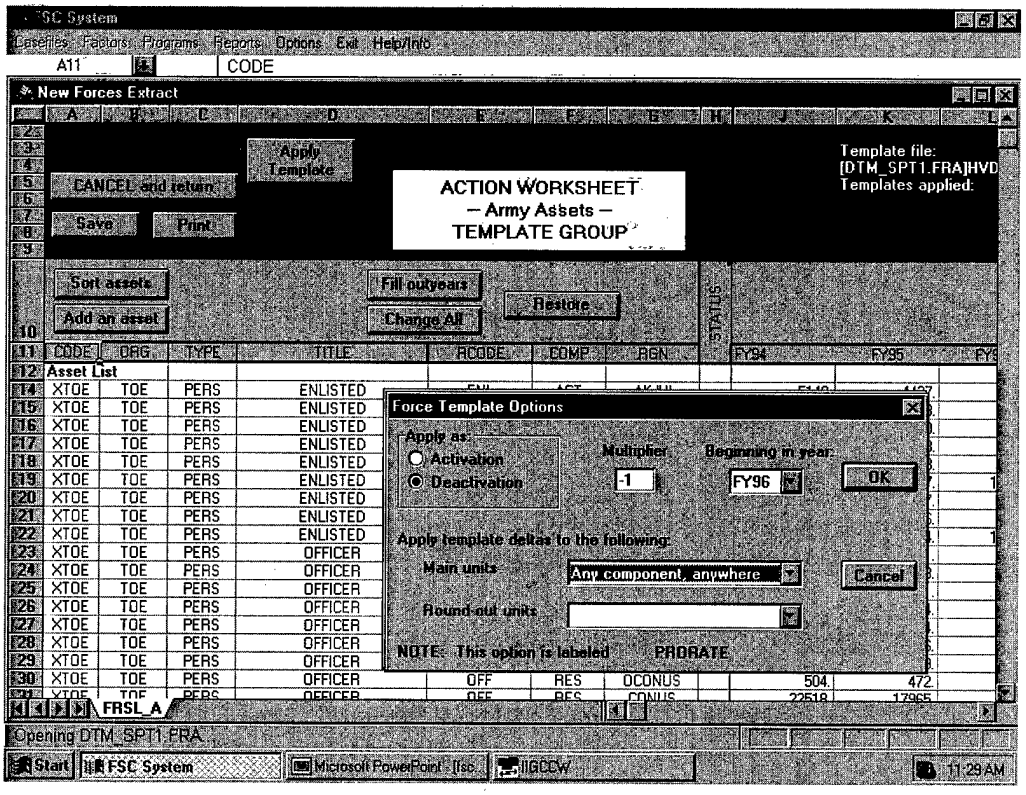

Figure A.4 — Applying the Template
Step 4. Indicate how you wish to apply the template. The dialog box in Figure A.4 asks whether and when the template's forces should be added to the programmed force structure or removed from it. You are also asked for your preferences regarding the component(s) and region(s) to which the template deltas should apply. This example assumes you intend to cut NDC/CSS forces in FY96 by using the default preferences that prorate the cuts across components and regions.